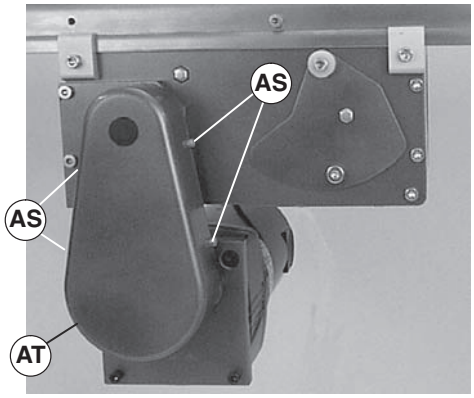
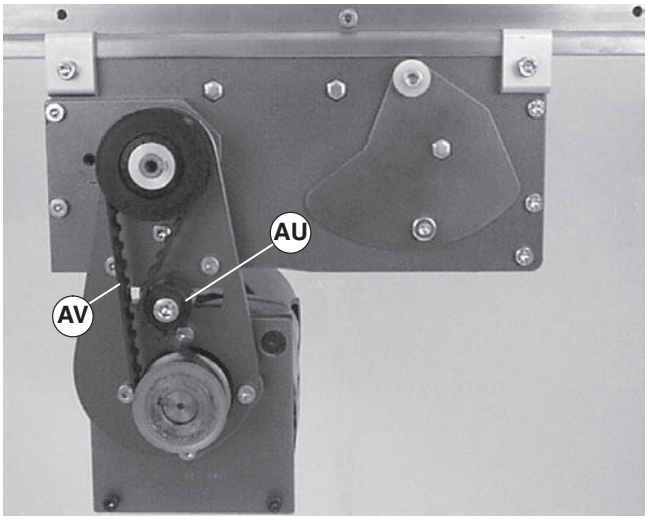

Figure 24
Figure 25
Figure 24 & Figure 25 show a vertical mount in the A1 position with a parallel shaft gearmotor. Horizontal mount, D1 position and/or 90° gearmotor mounting is similar.
3. Remove four (4) screws (Figure 24, item AS) and remove cover (AT).
4. Loosen tensioner (Figure 25, item AU) to release tension on timing belt (AV).
5. Remove timing belt (Figure 25, item AV).